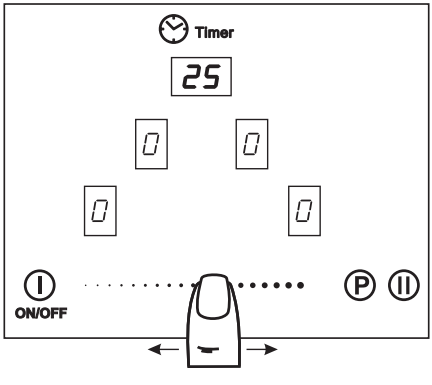

Рис.20
3. Перемещая палец по зоне ④ задать время работы конфорки от 0 до 99 минут (рис. 20).